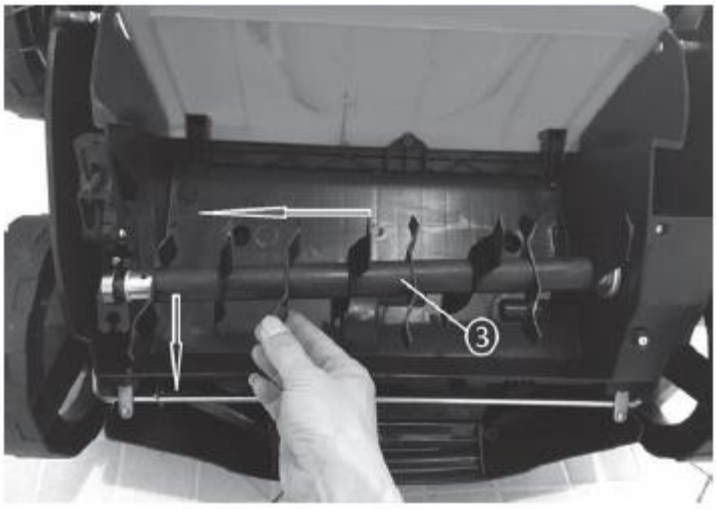

Rys. 15
2. Podnieś pod kątem wałek nożowy (Rys. 15, poz. 3) i wyciągnij go.